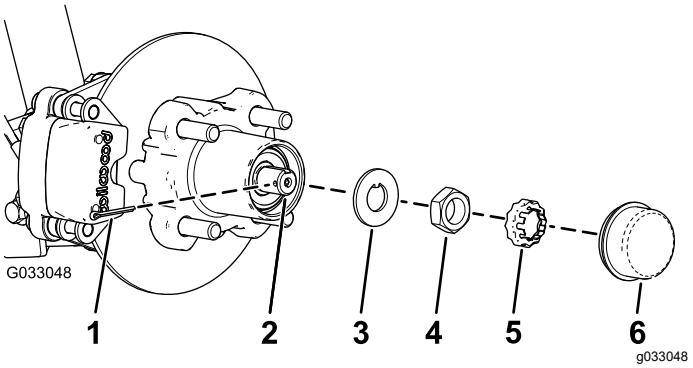
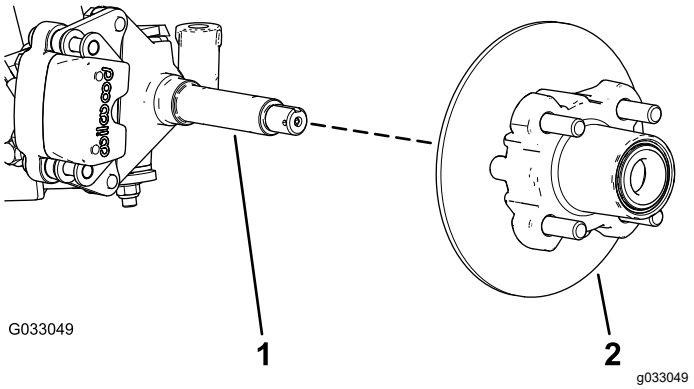

Figuur 25
Figuur 26
4. Verwijder de stofkap van de naaf (Figuur 25).
5. Verwijder de borgpen en de moerzekering van de as en de asmoer (Figuur 25).
6. Verwijder de asmoer van de as, en verwijder de naaf en de rotor van de as (Figuur 25 en Figuur 26).